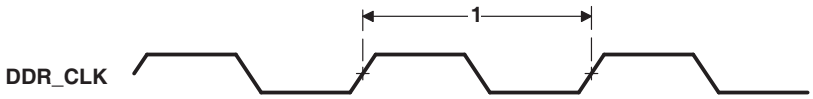

Figure 6-18. DDR2 Memory Controller Clock Timing
Table 6-27. Switching Characteristics Over Recommended Operating Conditions for DDR2 Memory Controller(1) (2)(see Figure 6-18)